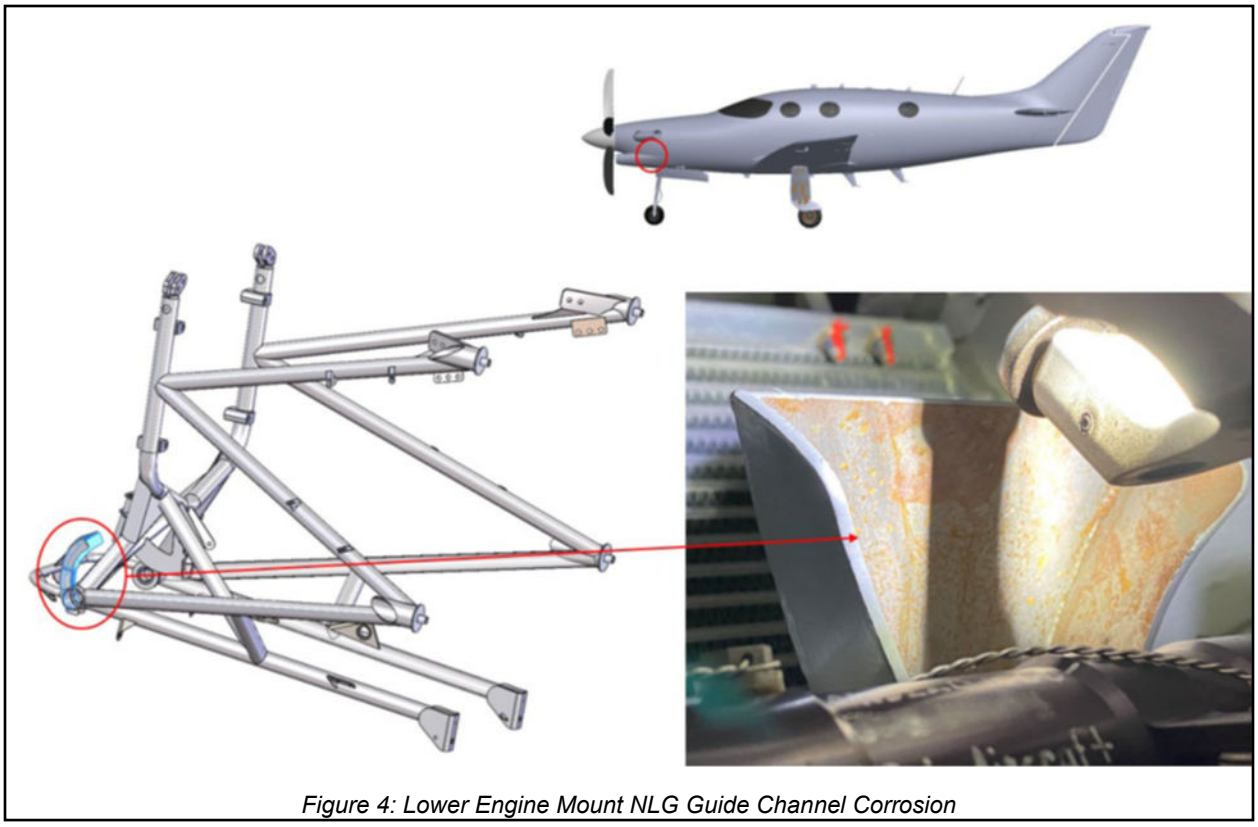

Figure 4: Lower Engine Mount NLG Guide Channel Corrosion
6. If corrosion is found on the nose landing gear guide channel on the engine mount, perform the steps that follow (Refer to Figure 4):